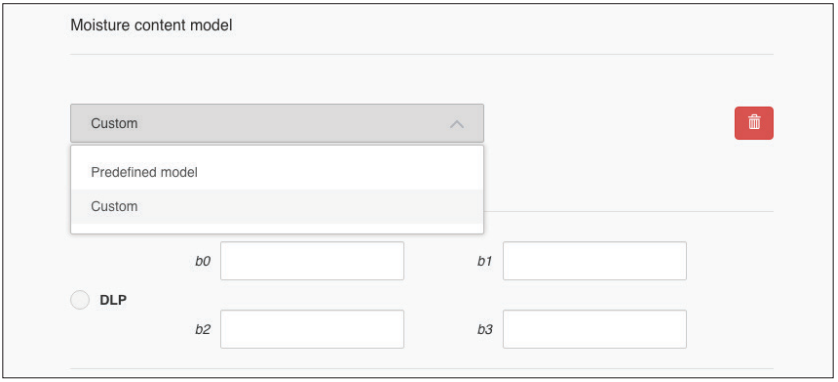

Figure 18 Custom model type and coefficients
b. Click the radio button beside the model type identified on the Custom Isotherm Model Coefficients sheet (Figure 18).